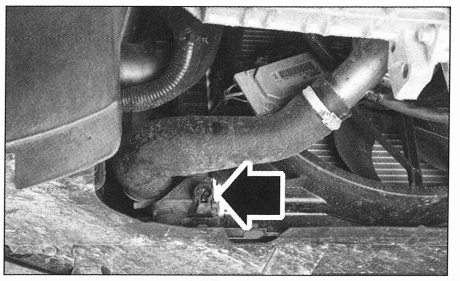

FIG. 19
- Vaciar el radiador abriendo el tapón del radiador **(fig. 19)** o desacoplando el manguito inferior del radiador y dirigir el extremo del tubo hacia una caja de recuperación.